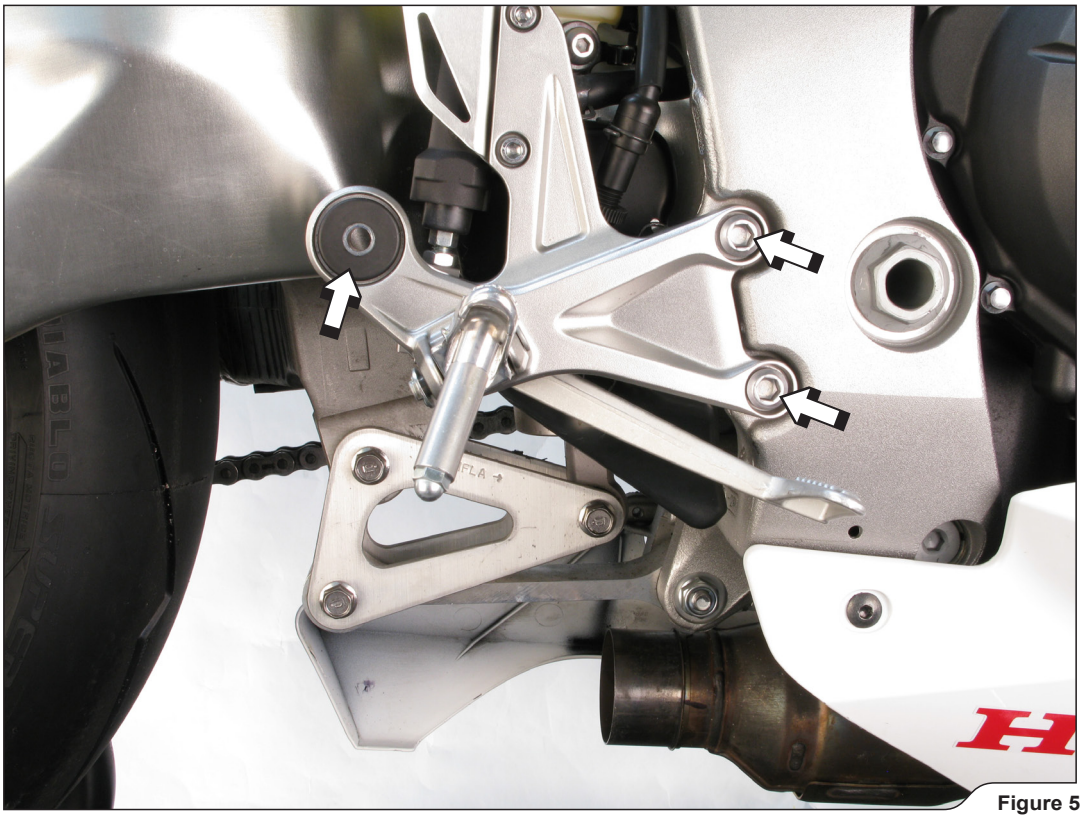

Figure 5
6. Remove the marked rubber dampers and the metal collar from the muffler's bracket and unscrew the footrest bolts **(Figure 5, 6).**